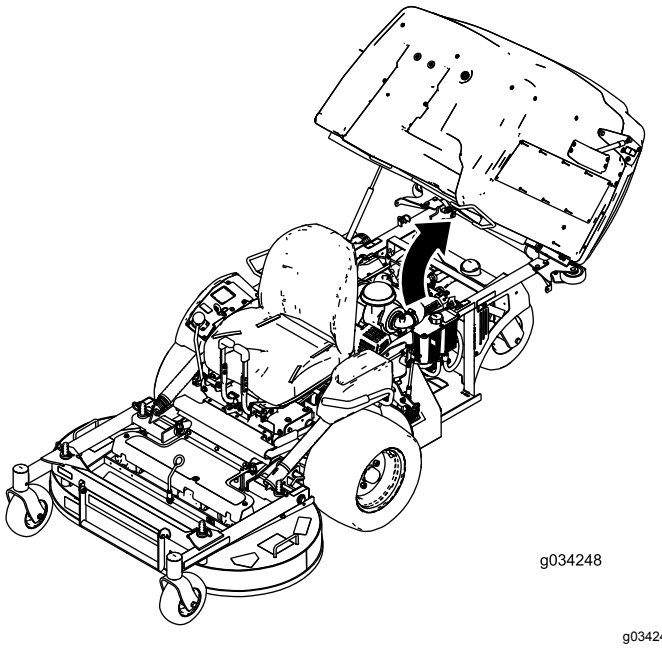

Figur 31
1. Hæv tragtbeholderen (Figur 31).